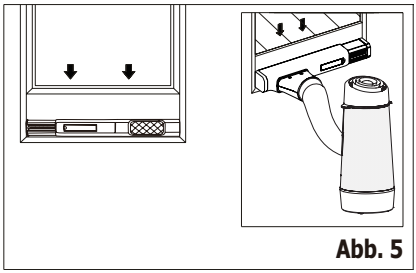

Abb. 5
3. Bringen Sie das Fenster-Set am Fenster an, schieben Sie den Adapter B in die ausziehbare Fensterleiste und dichten Sie ihn ab. (Abb. 5 und 6)